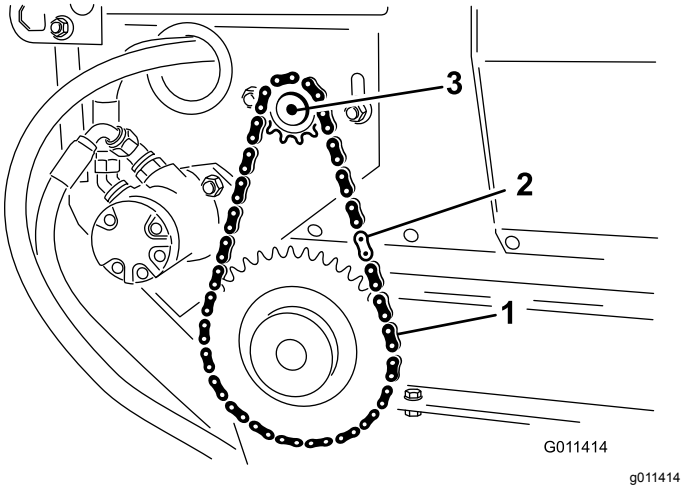

Figur 30
2. Afmonter hovedleddet fra kæden, og fjern kæden fra det lille kædehjul (Figur 30).